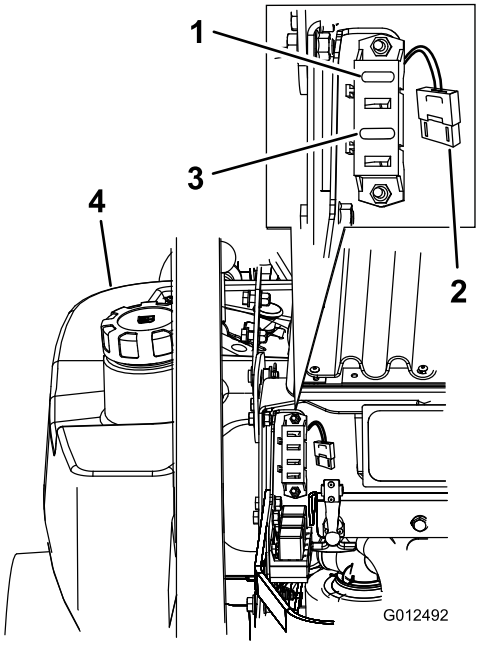

**Figuur 48**
1. Maak de motorkap open om toegang te krijgen tot de zekeringhouder (Figuur 48).
3. Monteer een nieuwe zekering (Figuur 48).